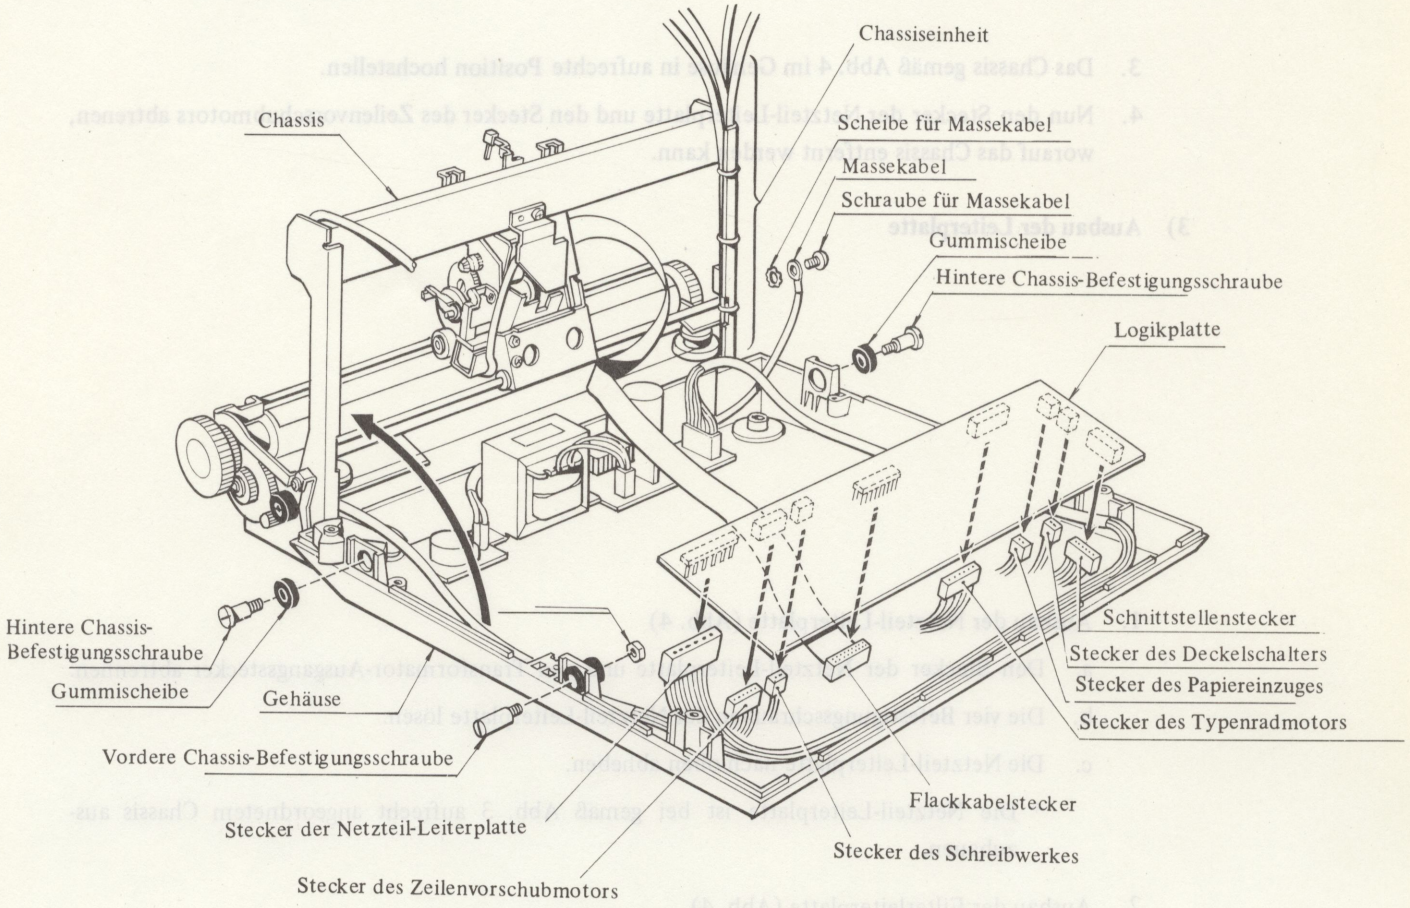

Abb. 3
* Die Netzteil-Leiterplatte ist bei gemäß Abb. 3 aufrecht angeordnetem Chassis auszubauen.
* Die Filterleiterplatte ist bei gemäß Abb. 3 aufrecht angeordnetem Chassis auszubauen.